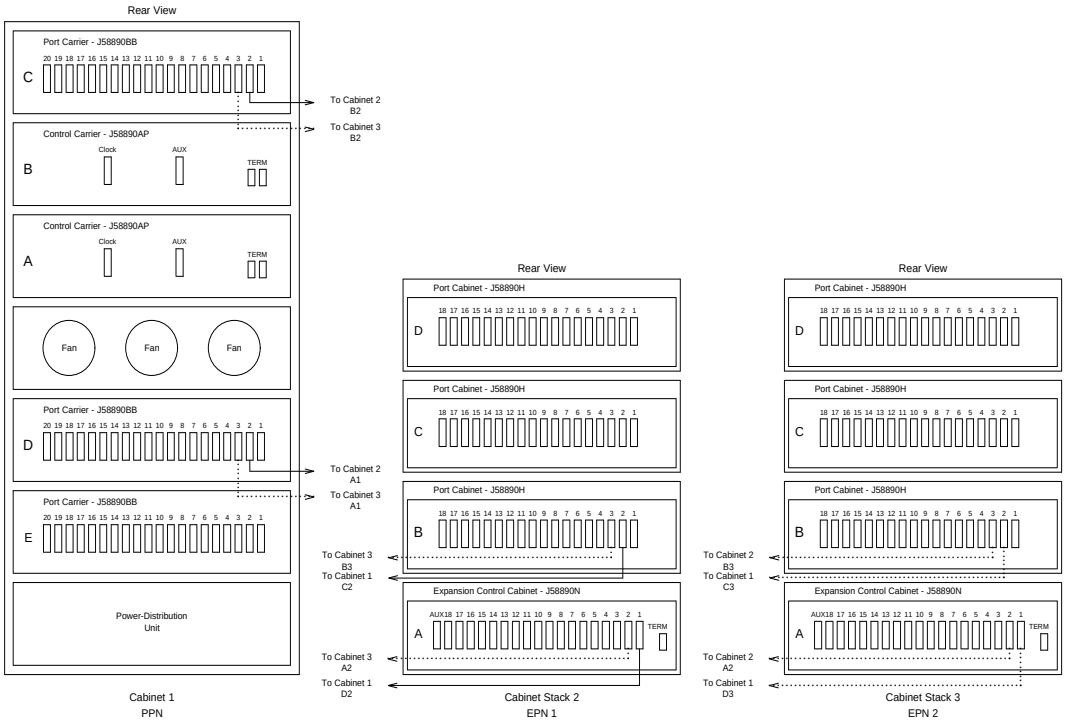
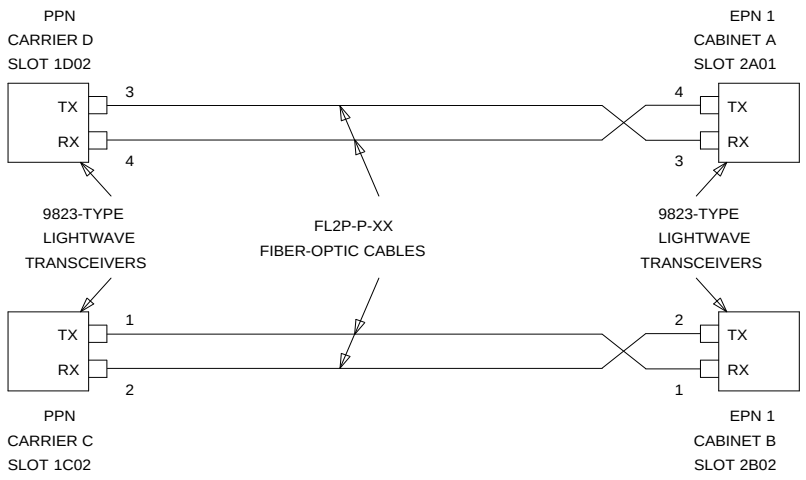
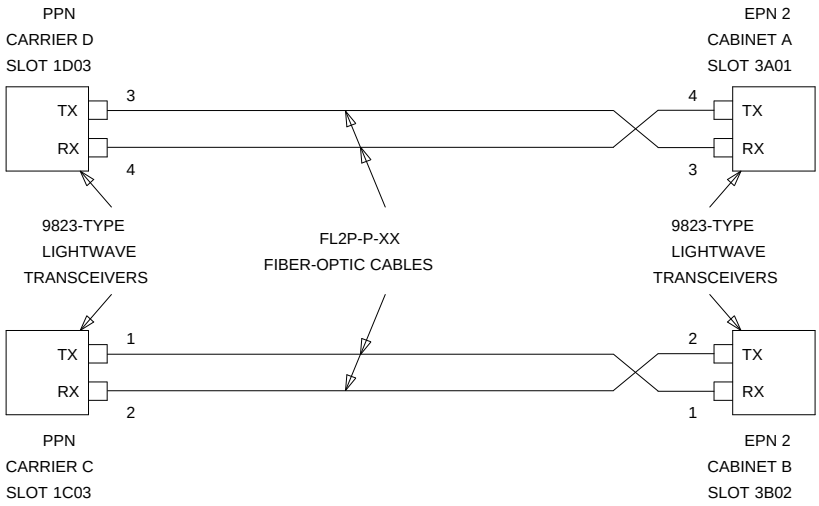
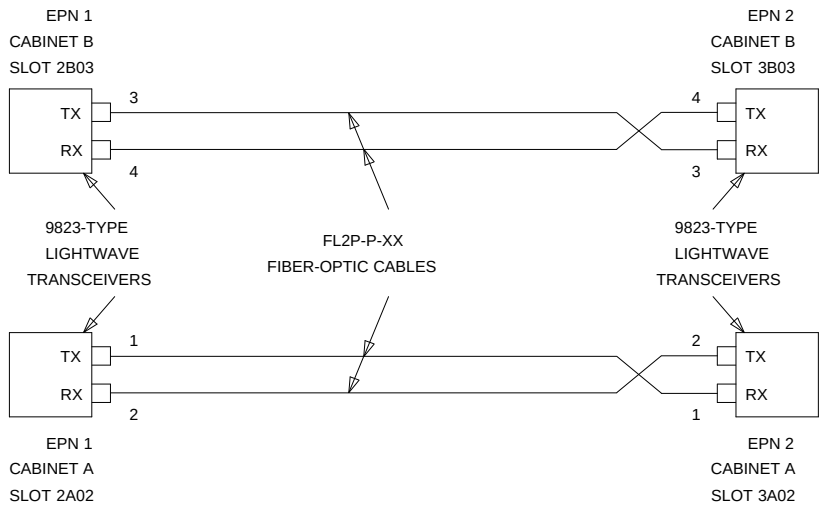

Figure 5-28. Critical-Reliability G3r V4 with Two or Three Port Networks
Figure 5-29. Fiber-Optic Connections PPN to EPN1
Figure 5-30. Fiber-Optic Connections PPN to EPN2
Figure 5-31. Fiber-Optic Connections EPN1 to EPN2
The connectors on the lightwave transceivers are labeled either “TX” (transmit) or “RX” (receive), while the fibers attached to each connector are numbered either ‘‘1’’ or ‘‘2.’’ A viable fiber connection is only made when both fibers in each cable (that is, ‘‘1’’ and ‘‘2’’) route from the “TX” connector of a port network to the “RX” connector of its adjacent port network. For an example, refer to Figure 5-29.
1. Behind port carrier C of the multicarrier PPN (see Figure 5-28, Figure 5-29, Figure 5-30, and Figure 5-31):